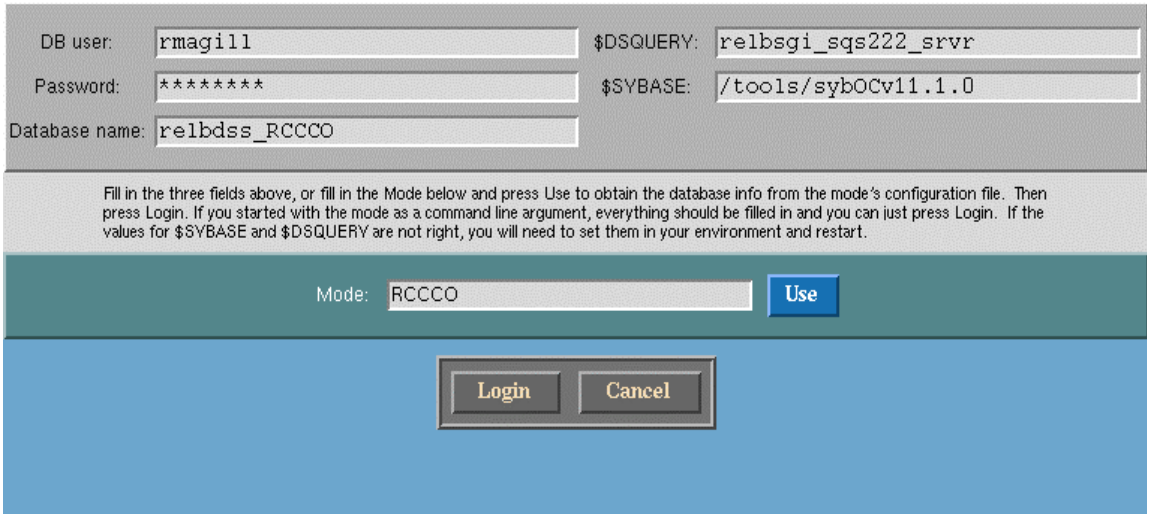

Figure 11.10-1. Database Login GUI
- The Database Login GUI will appear as shown in Figure 11.10-1.